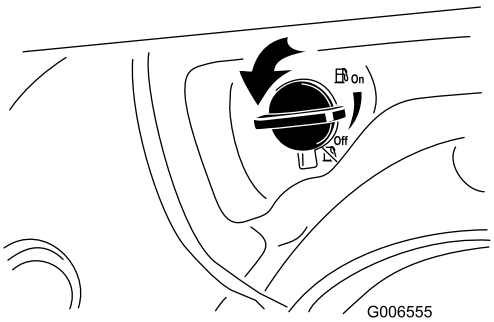

Figur 24
2. Drej brændstofafbryderventilen en kvart omgang mod uret for at åbne den (Figur 24).